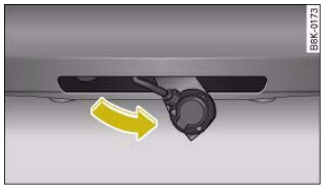

Fig. 215 Area below rear bumper: Folding up the socket
– Then swivel the socket up ⇒ fig. 215 **as far as it will go**. The mounting fixture will be closed automatically.